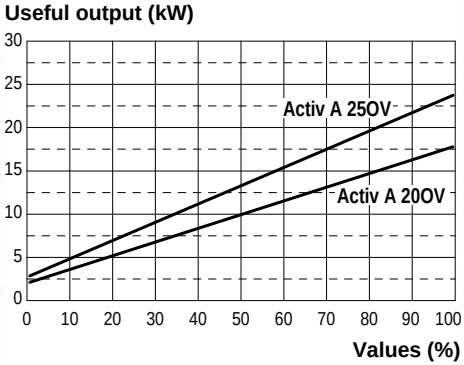
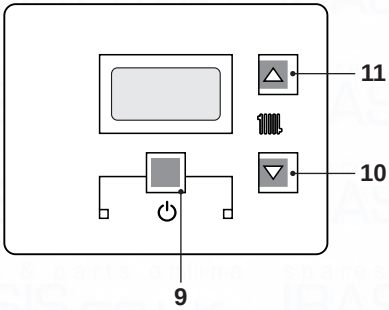
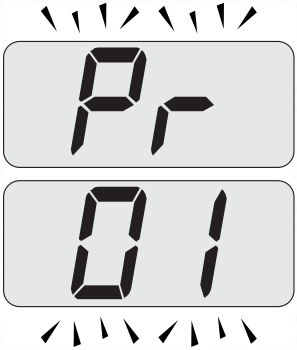
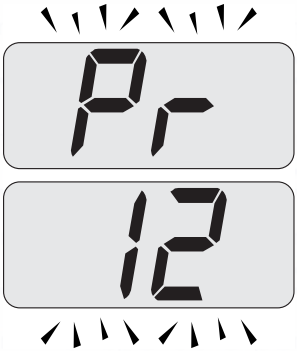

Fig. 7.41
Fig. 7.42
Fig. 7.43
Fig. 7.44
Refer to Fig. 7.41 and determine the correct Value appertaining to the output required for the central heating requirement.
- Enter the ”programming mode” by pressing keys 9- 10- 11(Fig. 7.42) for 10 seconds at the same time until the letters **Pr** that alternate with code **01** are displayed on the LCD display, indicating that ”parameter 01”(Fig. 7.43) has been activated.
- Scroll the various parameters using keys 10or 11until the letters **Pr** that alternate with code **12** are displayed on the LCD display, indicating that ”parameter 12” (Fig. 7.44) has been activated.
- Press keys 9and 11(Fig. 7.42) at the same time until the value of parameter 12 (99=Activ A 12OV - Activ A 15OV - Activ A 20OV - Activ A 25OV) is displayed on the LCD display (Fig. 7.45).
- It is possible to modify parameter using keys 10or 11(Fig. 7.42) (Refer to Fig. 7.41 and determine the correct Value appertaining to the output required for the central heating requirement.).
- By pressing key 9(Fig. 7.42) confirmation of the inserted value is obtained.
- Press keys 9and 10(Fig. 7.42) at the same time to exit without changing the value (return to the parameters list Fig. 7.44)
- Press keys 9- 10- 11(Fig. 7.42) at the same time for 10 seconds to exit the ”programming mode”.